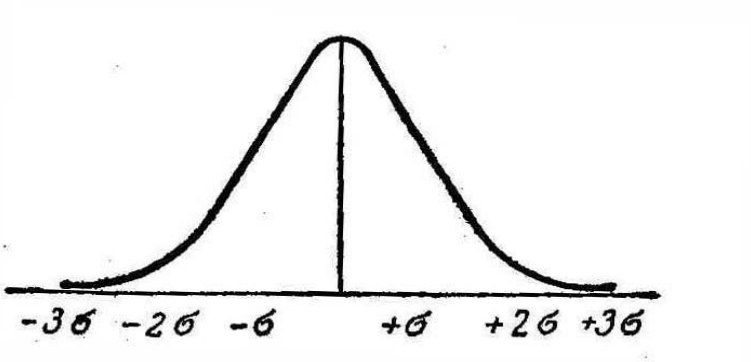

Рисунок 1 – Биномиальная кривая.
1) Биномиальная кривая (рис. 1) – теоретическая кривая, построенная по коэффициентам *x* бинома Ньютона $(a + в)^n$ при бесконечно большом числе наблюдений.